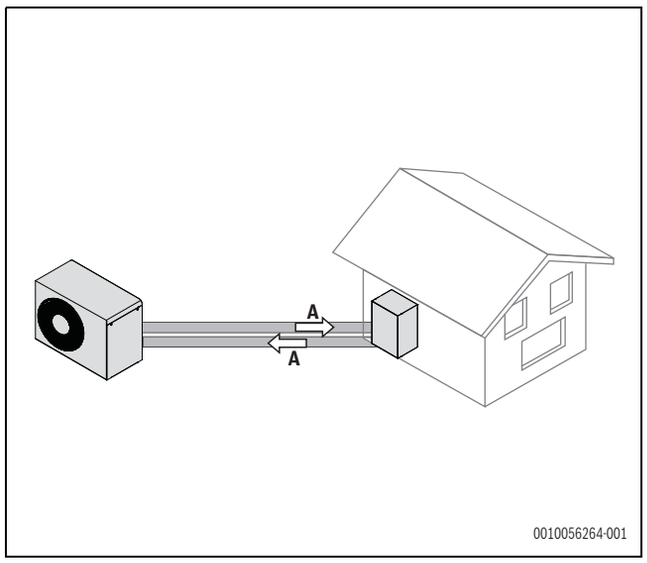

Afb. 24 Buislengte tussen vloerstaand toestel en buitenunit
1) Zorg ervoor dat het minimaal debiet voor ontdooien beschikbaar is in de verwarmingsinstallatie (→ Afb. 24 "Buislengte tussen vloerstaand toestel en buitenunit")